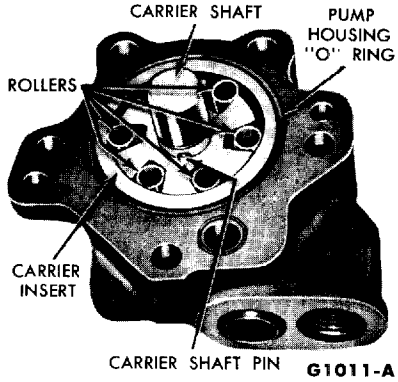

FIG 2.—Pump Housing, Carrier and Shaft
6. Remove the O-rings from the flow director and the carrier insert (Fig. 2).
9. Remove the carrier retaining ring from the shaft, slide the carrier off the shaft, and remove the carrier shaft pin (Fig. 2). **Avoid scratching the shaft while removing the ring.**
5. Place a new O-ring in the groove around the insert in the pump housing, and install a new flow director O-ring in the face of the housing (Fig. 2).